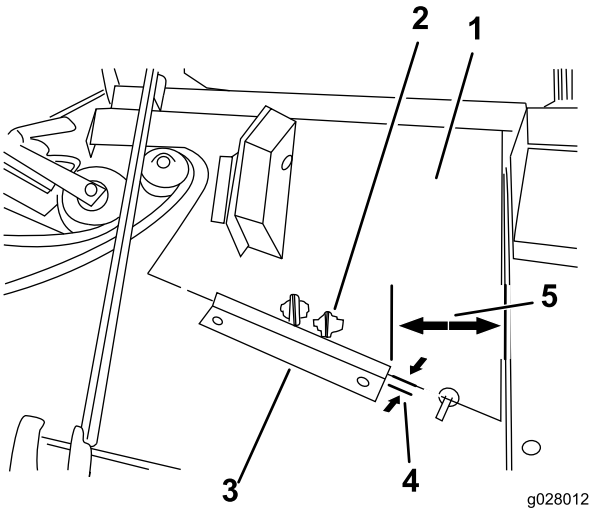

Figuur 15
4. Gebruik de afmetingen in Figuur 15 om de montagelocatie van de veerbeugel op het maaidek te bepalen.
Opmerking: Zorg dat u het tegengewicht bevestigt aan de juiste lip van de veerbeugel van het maaidek (Figuur 15).